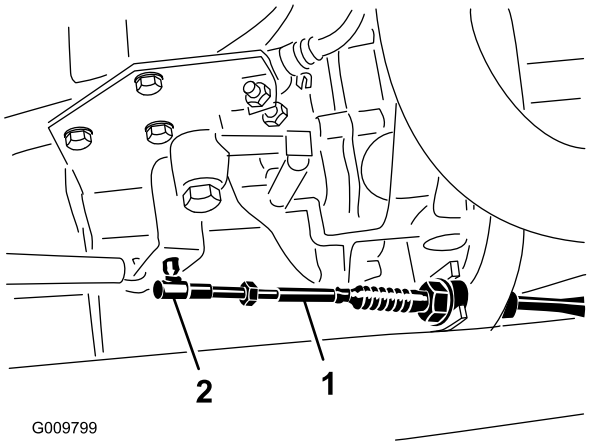
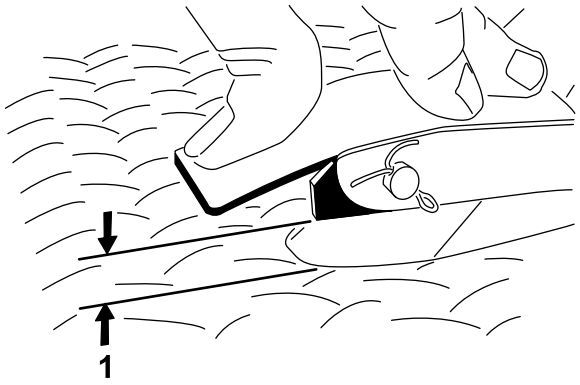

Figuur 66
Figuur 67
2. Stel de kogelverbinding op de gaskabel (Figuur 66) zo af dat er 5–9 mm ruimte is tussen het gaspedaal en de bovenkant van de vloerplaat (Figuur 67), wanneer er een druk van 9 kg wordt uitgeoefend op het midden van het pedaal. Draai de borgmoer aan.